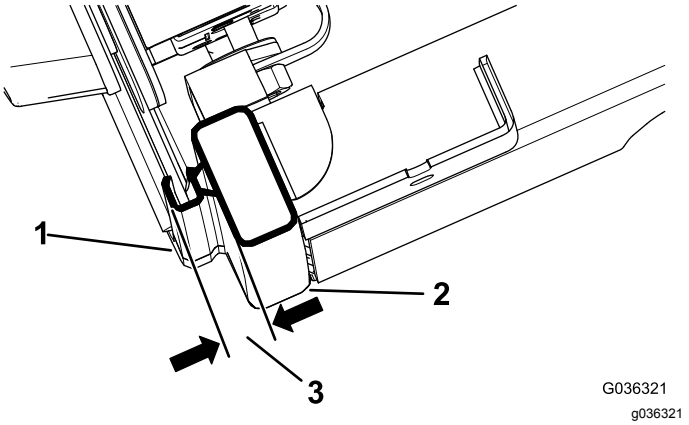

Figura 5
3. Chiudete completamente lo sportello e misurate l'altezza della guarnizione a bolla fino alla superficie di tenuta della guida della cabina e assicuratevi che la misura sia compresa tra 1,9 e 2,2 cm, come illustrato nella Figura 5.